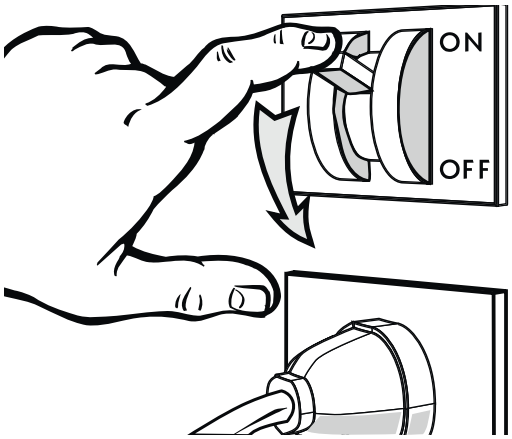

Fig. 21
- Retirar a tensão elétrica ao balcão através do interruptor secionador geral colocado na parede ("Fig. 21").